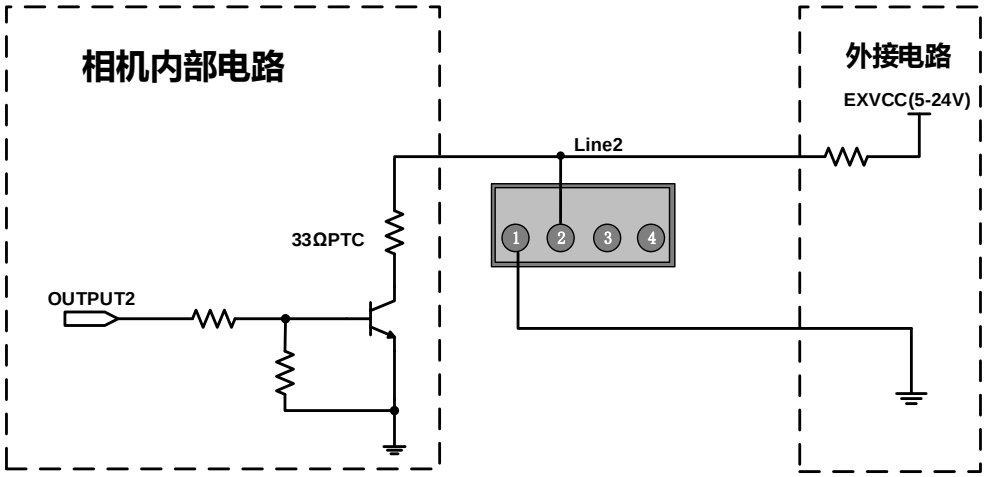

图 7-15 Line2 配置为输出引脚时相机内部等效电路
- Line2/3 配置为输出引脚时，相机内部等效电路如图 7-15 所示，以 Line2 为例